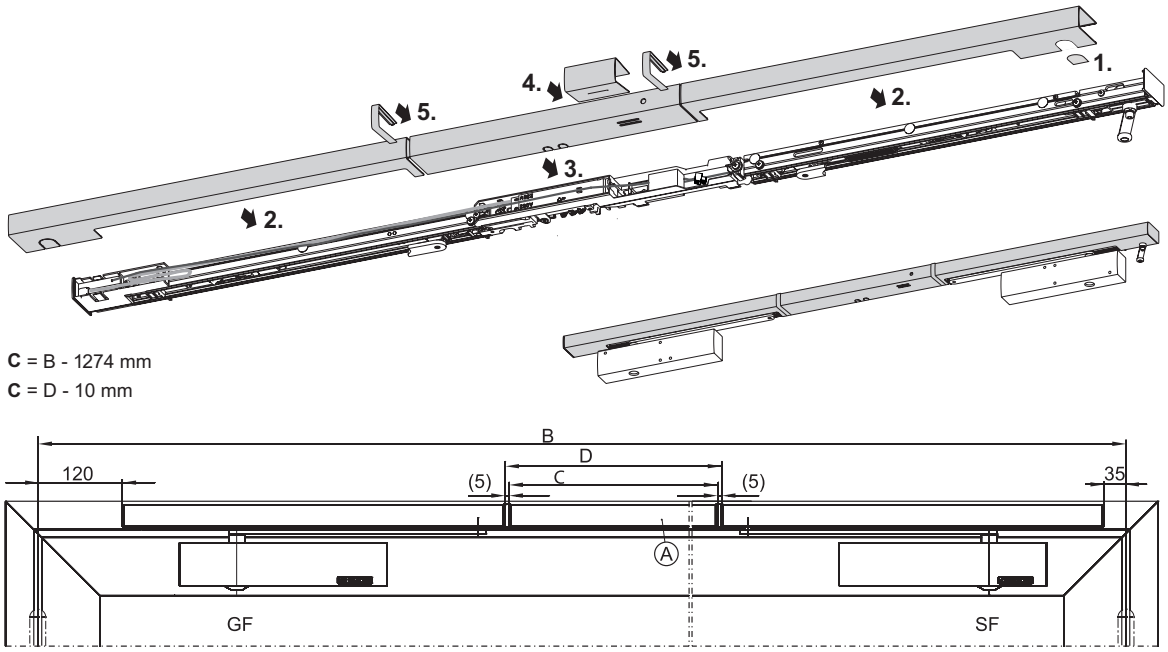

Abb. 6.12.1
- Die ablängbare mittlere Blende “A” auf das Maß “C” kürzen (**Abb. 6.12.1**).